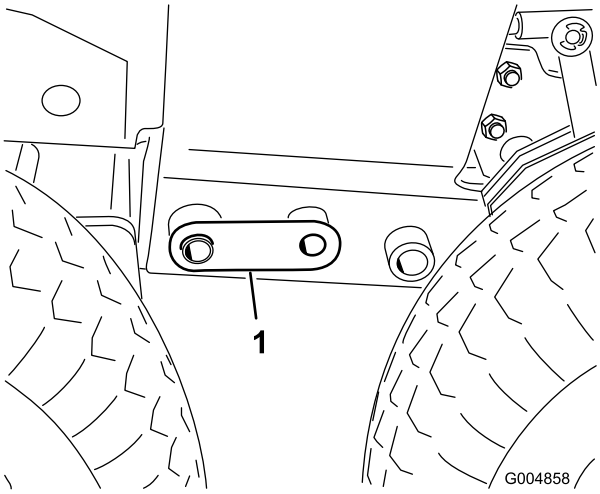

**Rysunek 110**
33. Dostosuj wysokość podnośnika, aby otwory o średnicy 2,5 cm w ramie zrównały się, po czym włóż sworznie sprzęgające po obu stronach (Rysunek 110).